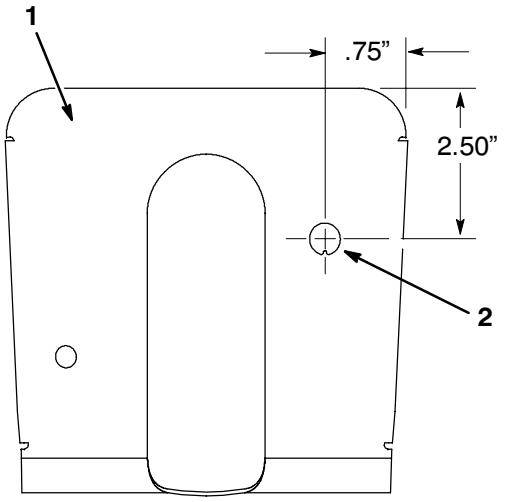

Figure 4
5. Remove decal and drill a 1/2” (13 mm) toggle switch hole (Fig. 4).
7. Mount toggle switch in 1/2” (13 mm) hole in steering tower cover with keyway oriented toward rear of machine (Fig. 4).